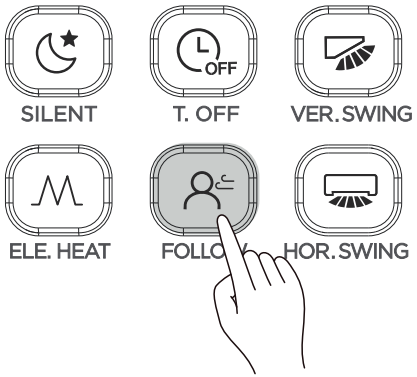

Rysunek 3.16
1) Aby uruchomić funkcję “Follow Me”, naciśnij przycisk podczas pracy klimatyzatora w trybie chłodzenia, grzania lub auto. Na wyświetlaczu pilota pojawi się ikona (patrz Rysunek 3.16).